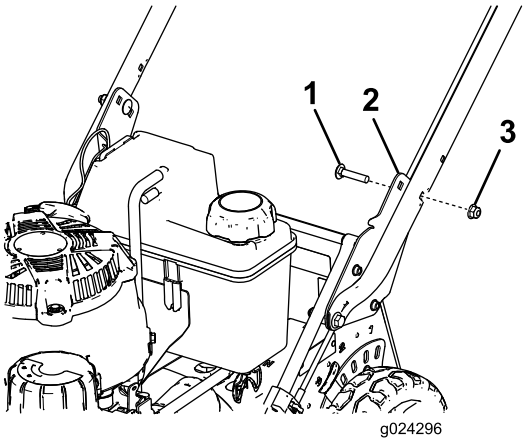

Figuur 6
2. Beugel van handgreep (2)
6. Bevestig de handgreep aan de handgreepbeugel als de handgreep de gewenste hoogte heeft; gebruik 2 slotbouten (5/16 x 1-1/2 inches) en 2 flensmoeren (5/16 inch), zie Figuur 6.